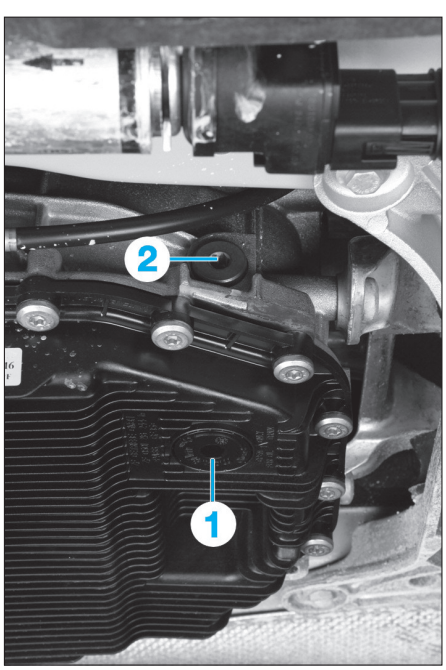

Fig. 1
• Déposer le bouchon de vidange (1) et le bouchon de remplissage (2) **(Fig.1)**.